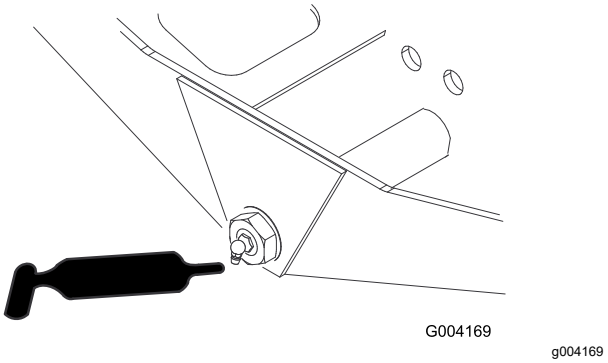

**Figuur 74**
- Draaipunt van asbesturing (1) (Figuur 74)